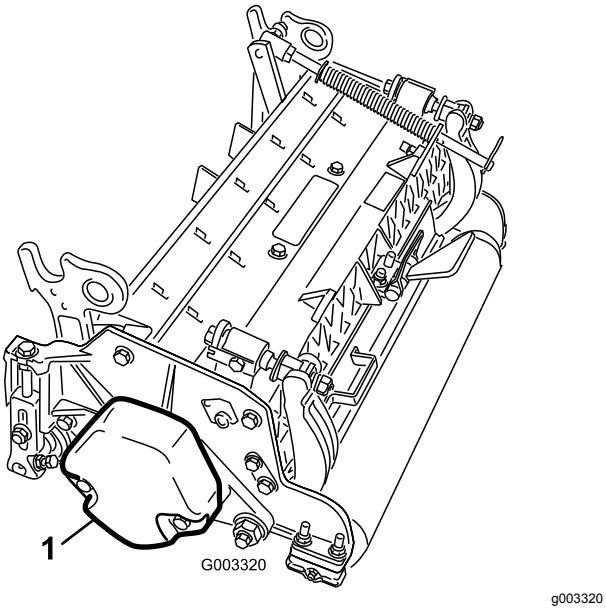

Figur 4
4. Sørg for, at kontravægten (Figur 4) er monteret i den rigtige ende af klippeenheden som beskrevet i *betjeningsvejledningen* til klippeenhederne.